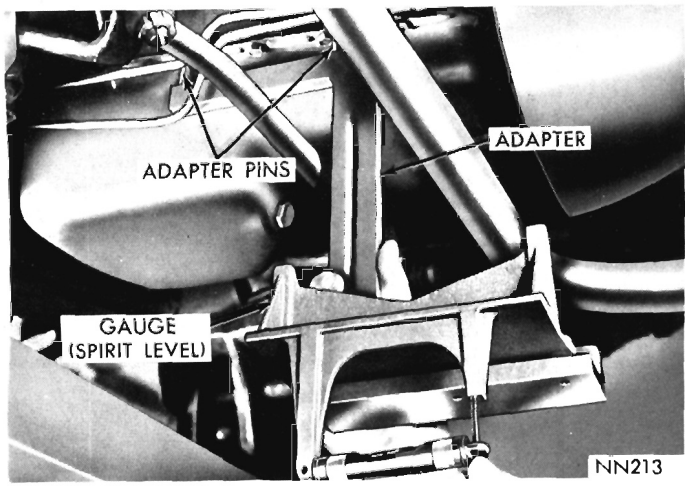

Fig. 5—Adjusting Gauge on Engine (Front Joint Angle Reference)
(1) Attach engine adapter SP-5046 to gauge SP-5060.
(2) Position gauge on left side of engine so that adapter pins contact flat surface of engine oil pan flange adjacent to the vertical wall of the oil pan (Fig. 5). On models equipped with six cylinder engines, use right side of the engine. The gauge must be held vertical as shown with arrow on gauge SP-5060 pointing toward the front of car.